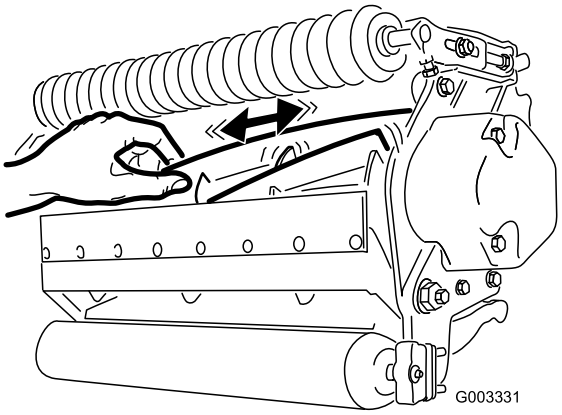

Figur 24
2. Använd en trasa eller en handske med tjock vaddering, ta tag i cylinderbladet och försök flytta cylinderenheten från sida till sida (Figur 24).